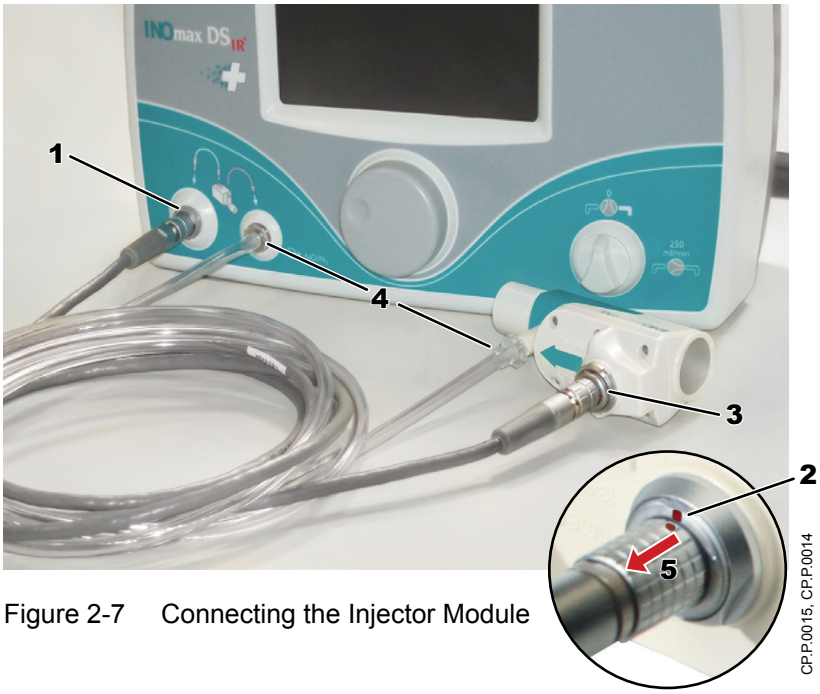

Figure 2-7 Connecting the Injector Module
1. At the front of the INOmax DS_{IR} Plus, insert one end of the Injector Module electrical cable into the Injector Module cable inlet, (see Figure 2-7, **1**) lining up the red markings (**2**).